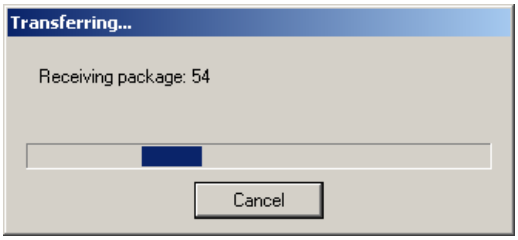

Figure 2-56 IEC Configuration File Transferring Status Screen
4. Name the Configuration file, then select "Save". TapTalk will display the "Transferring" status screen (Figure 2-56) while the Configuration file is transferred.